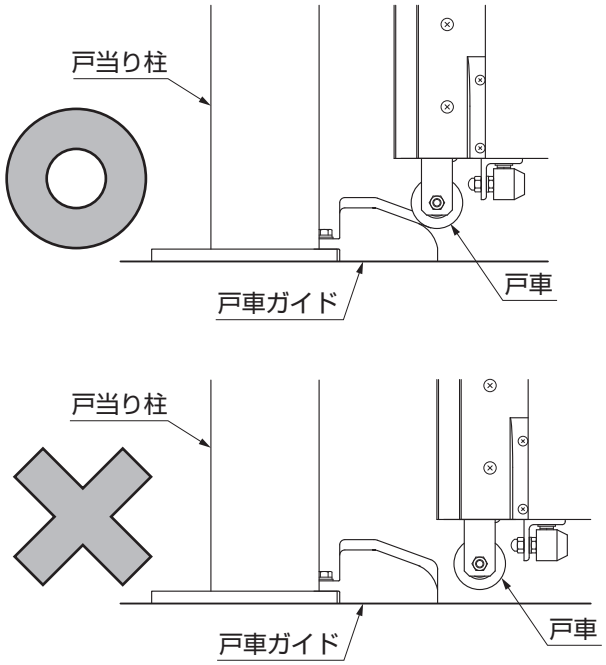

図7-4
①戸車が戸車ガイドの傾斜面に接していることを確認してください。（図7-4参照）
④本体ベースを元に戻して、戸車ガイドが傾斜面に接する高さになっていることを確認してください。（図7-4参照）
⑤本体ベースを再びガイド柱中央に戻してから、ロックナットを左右均等に確実に締めて固定してください。